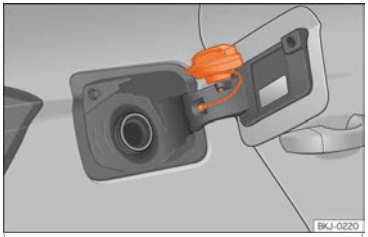

Fig. 181 Fuel tank flap with tank cap attached.
- Place it in the space on the hinge of the open flap ››› Fig. 181.